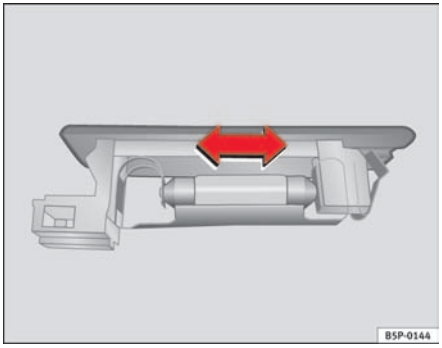

Fig. 189 Luggage compartment light
– Press the lamp sideways and remove it from the allotment. ⇒ fig. 189 ■